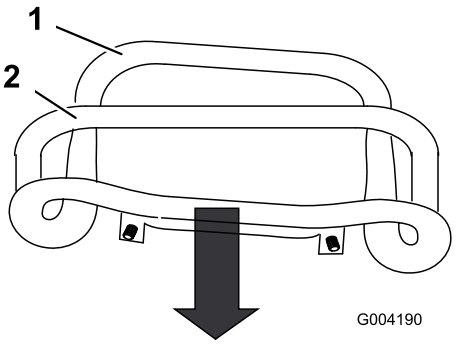

Rysunek 51
3. Pociągnij dźwignię sterowania zespołem jezdnym prosto do tyłu, aby przód dźwigni sterowania stykał się z drążkiem wzorcowym (Rysunek 51).